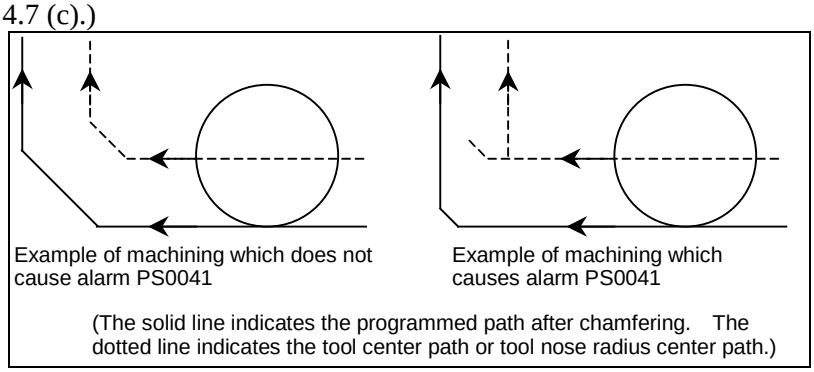

Fig. 4.7 (c) Example of machining which causes alarm PS0041
1. If the amount of inner chamfering or corner R is too small as compared with compensation and cutting is generated, alarm PS0041, “INTERFERENCE IN CUTTER COMPENSATION” is issued. (See the Fig. 4.7 (c).)